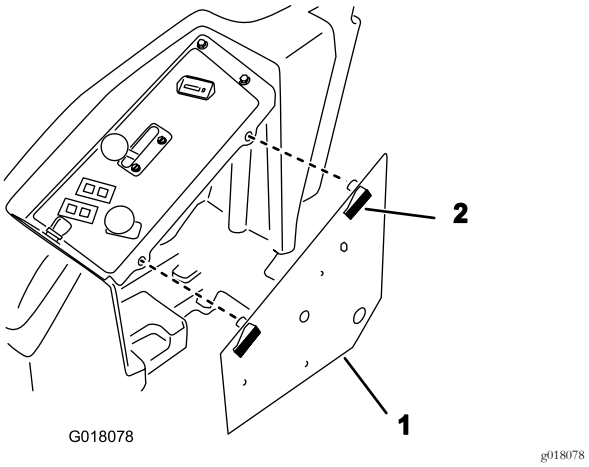

Figure 7
2. Déverrouillez le panneau de commande et posez-le à l'écart (Figure 7).